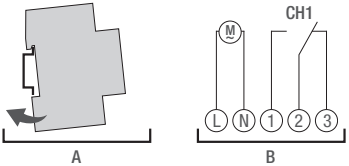

Abb. 4: Montage auf DIN-Schiene und Schaltbild
1. Verteilerschaltuhr von oben auf die DIN-Schiene (Abb. 4/A) setzen und nach hinten drücken, bis diese einrastet.
2. Verteilerschaltuhr gemäß Schaltbild (Abb. 4/B) installieren (Leitungen mit einem Querschnitt zwischen 1 mm² und 2,5 mm² verwenden).